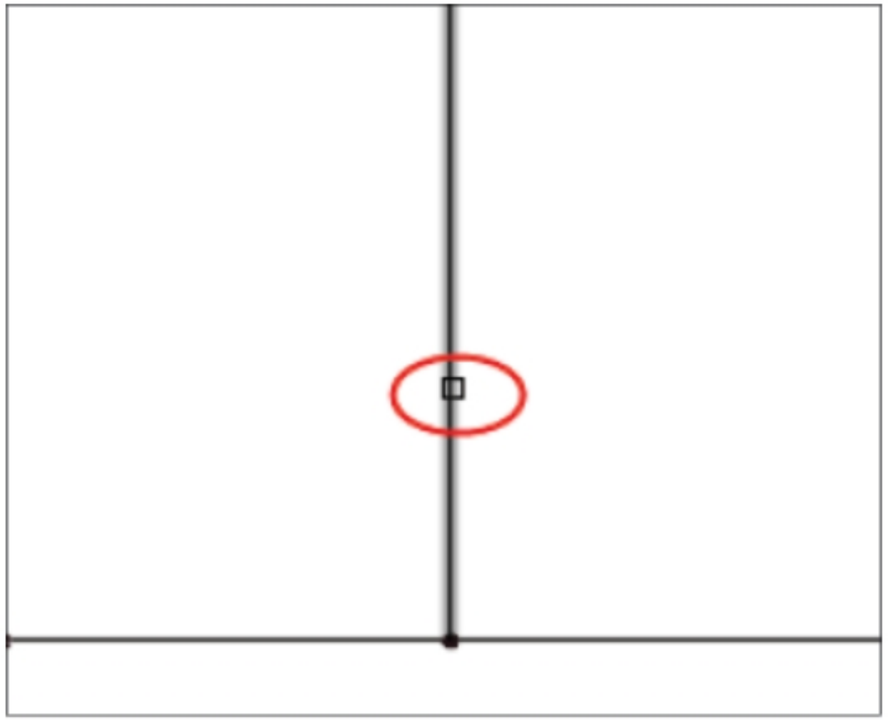

Figure-78. First point of bending
- Click on the wire at desired point; refer to Figure-78.